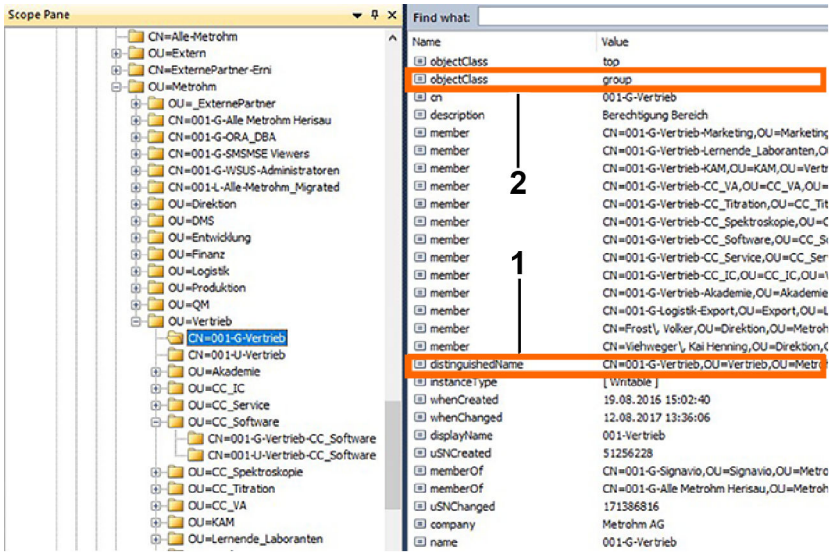

图 1　LDAP 浏览器示例
所选同步组（*参见图 1，第 22 页*）必须为**父母组**。所有之后分配的组（*参见图 1，第 22 页*）必须列为所选同步组的**子**分组。
- 在 **LDAP 浏览器**中搜索应连接的用户组（*参见图 1，第 22 页*）。